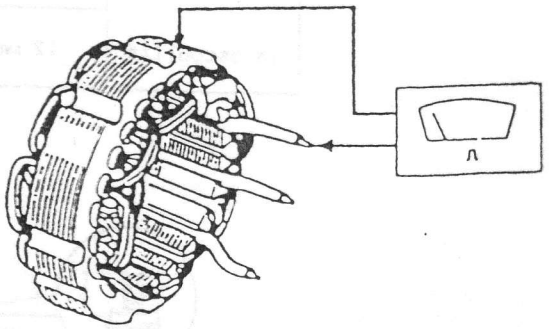

Fig. 10.49
2.- Conecte un ohmetro entre cada una de las tres conexiones del estator y el cuerpo del mismo. (Fig. 10-49)